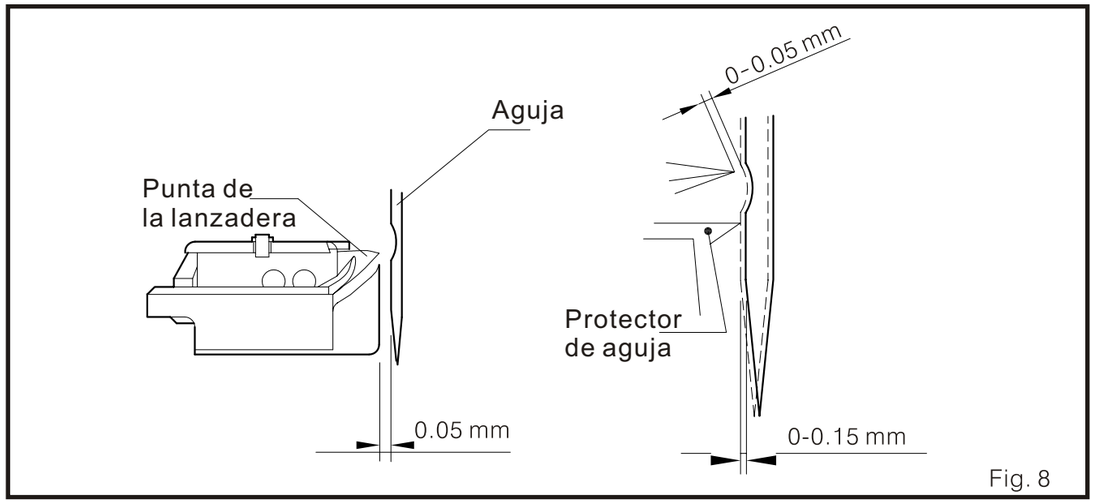

Fig. 8
4. Después de todos los pasos mencionados previamente. Ajuste fuertemente todos los ornillos relacionados. (Fig. 8)